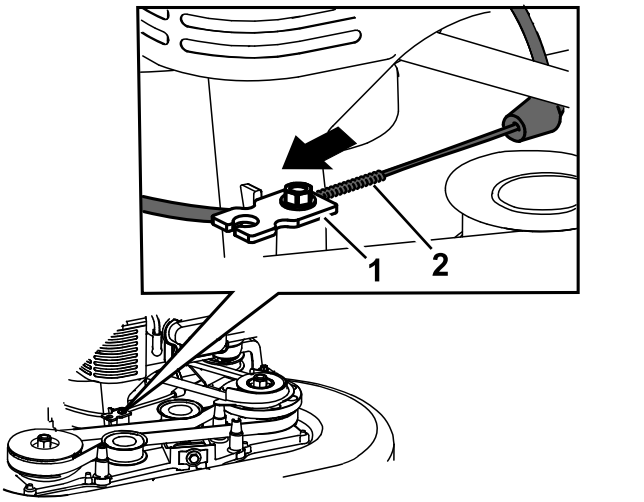

Figura 40
6. Tire de la cubierta del cable para eliminar la holgura (Figura 40).